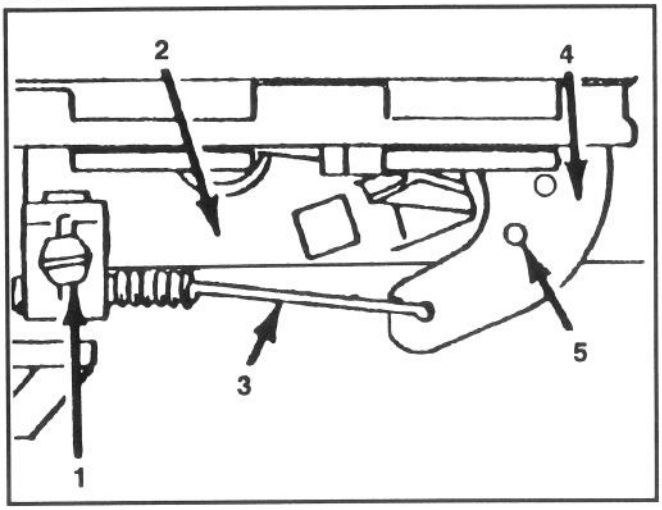

Afbeelding 19
3. Maak de schroef van de kabelklem los totdat u de gasklepkabel kunt wegschuiven (Afb. 19).
4. Beweeg de gaskabel naar links of naar rechts tot de gaatjes in de gashendel en de gasklepbeugel op één lijn liggen (Afb. 19).